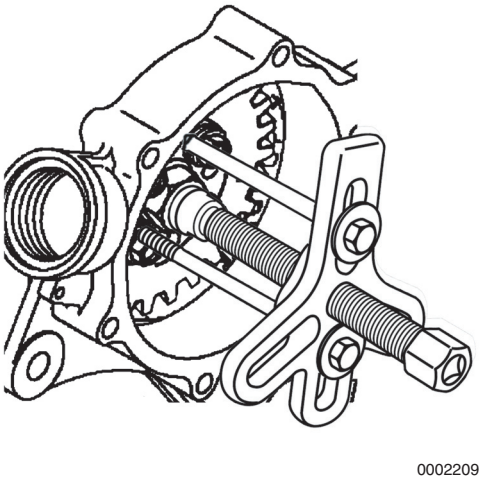

Figure 7-13
17. Remove the injection pump drive gear and hub from the injection pump drive shaft as an assembly using an appropriate gear puller **(Figure 7-13)**.